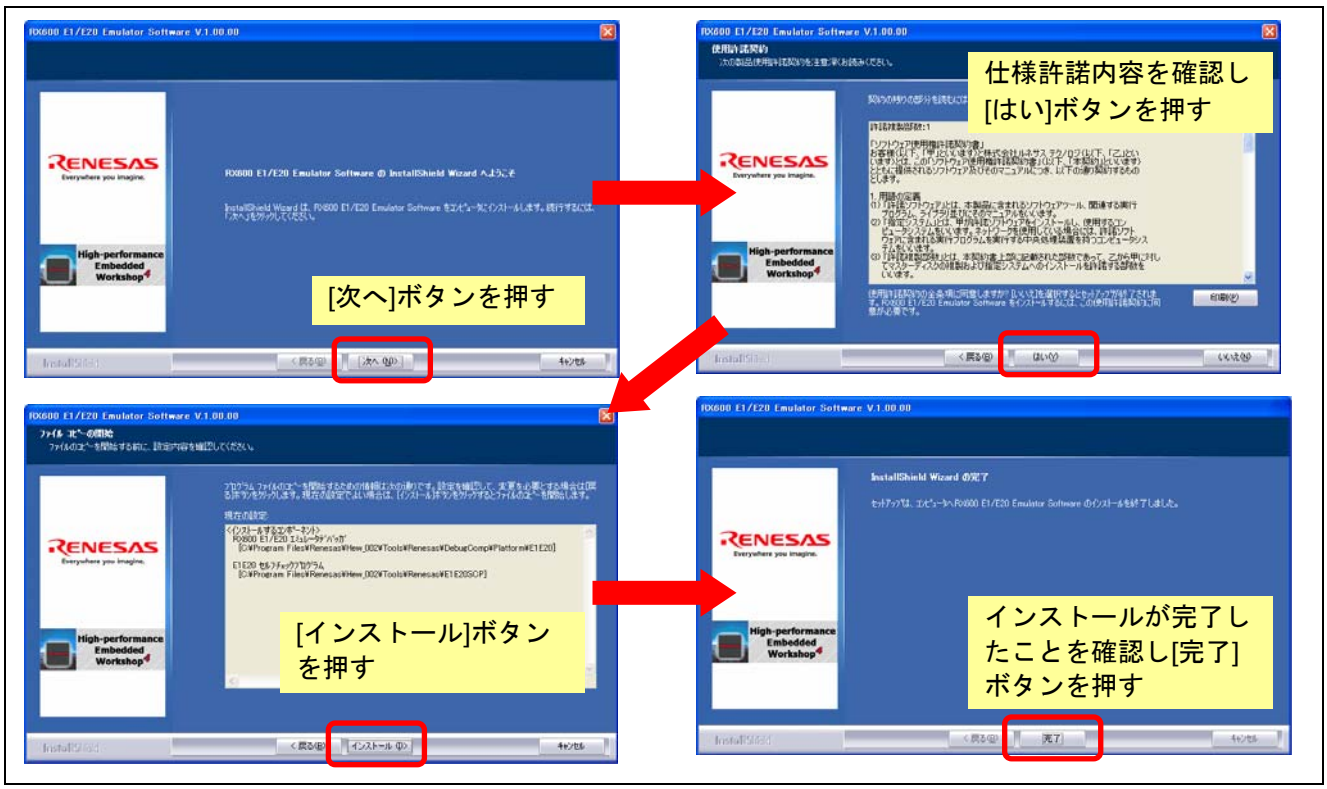

図 3.6 E1/E20 エミュレータソフトウェアのインストール
(7) 続いてE1/E20 エミュレータソフトウェアのインストールが開始しますので、図 3.6の手順でインストールを行ってください。